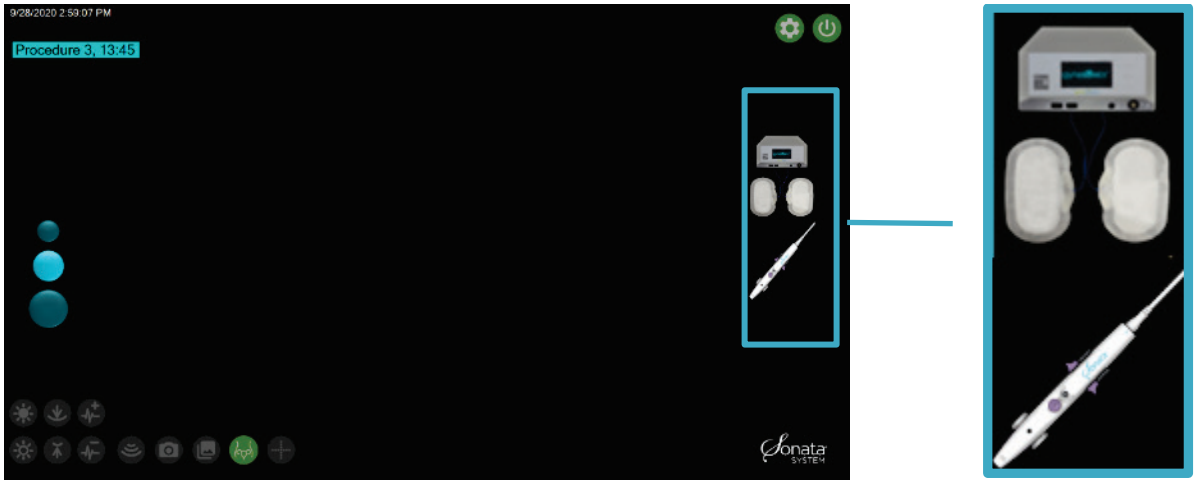

Figure 3-23. Component Connection Indicators (RF Generator, Dispersive Electrodes and RFA Handpiece).
The SMART Tablet display shows three (3) graphical indicators on the right-hand side of the display, see Figure 3-23. The indicators communicate whether the following components have been properly connected: